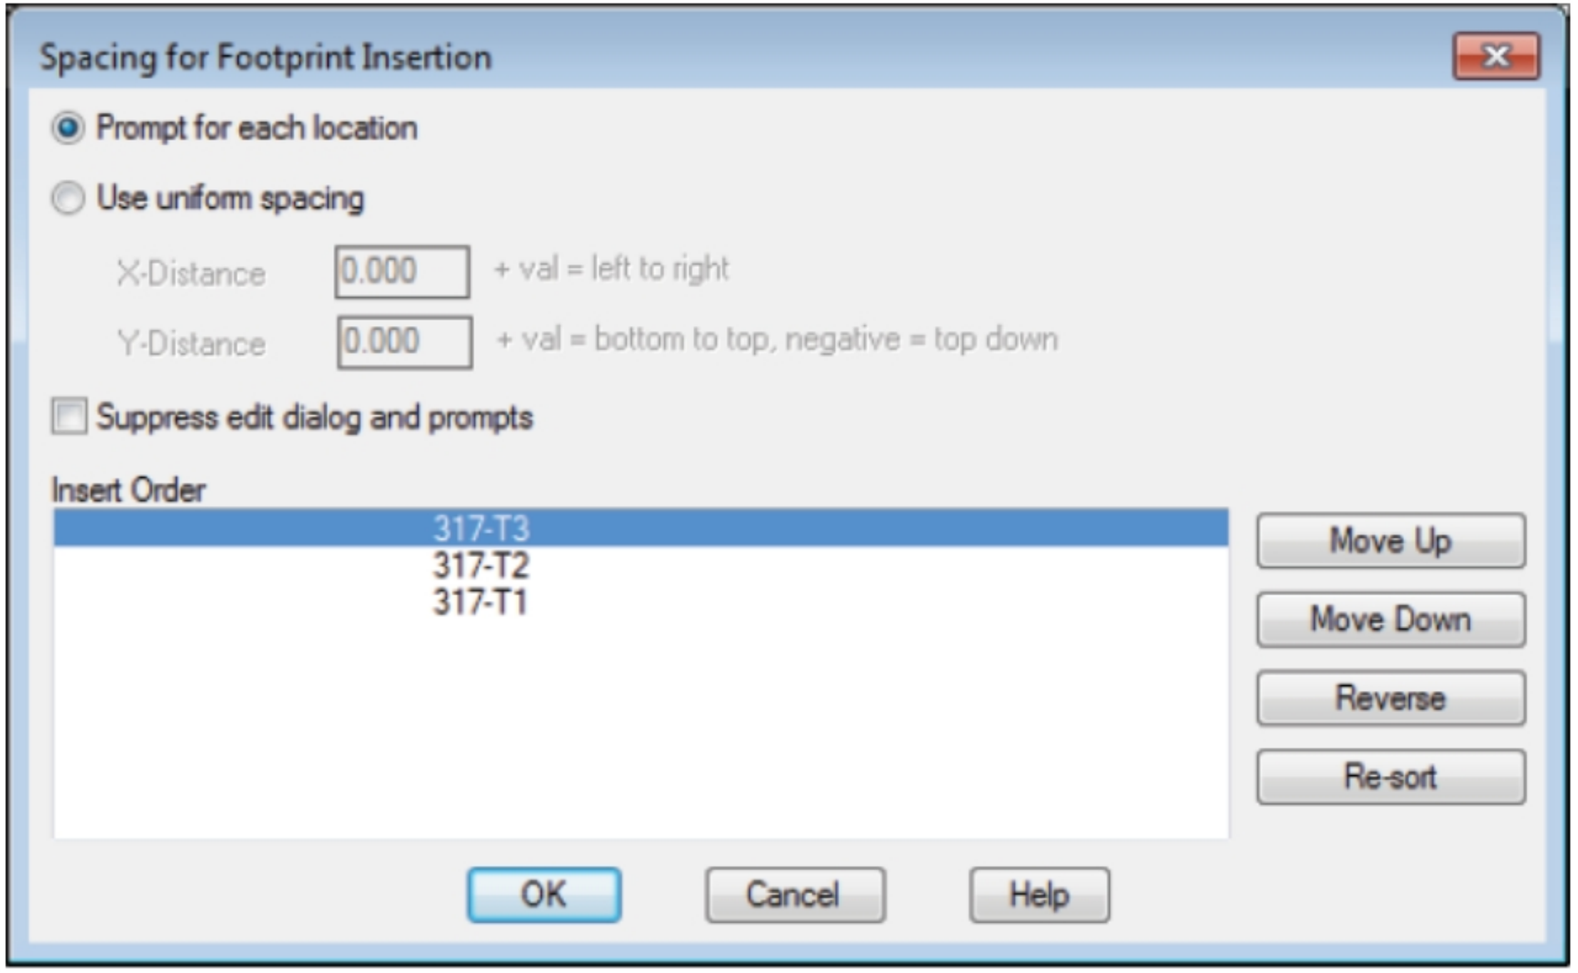

Figure-47. Spacing for Footprint Insertion dialog box
- Select the rest of terminal(s) which are to be inserted and then click on the **Insert** button. If you are inserting multiple terminals together then the **Spacing for Footprint Insertion** dialog box will be displayed refer to Figure-47.